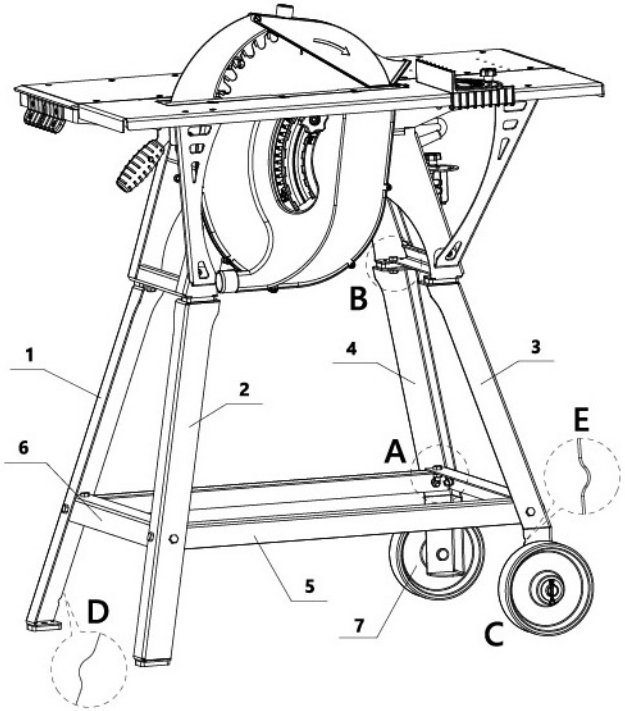

Рис. 1
- нижней каркасной конструкции БЕЛМАШ ПК с возможностью установки и жёсткого крепления на ней деревообрабатывающих станков (см. рис. 1);